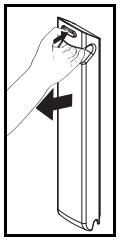

Рис. 3
4) Когда аккумуляторы полностью зарядятся, извлеките блок из зарядного устройства. Для этого нажмите красную кнопку и потяните аккумуляторный блок на себя (см. Рис. 3). Светодиодный индикатор остается зеленым, показывая, что зарядное устройство подключено к электросети.